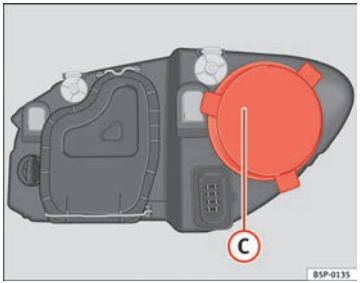

Fig. 188 Abbaglianti
– Rimuovere la copertura ⇒ fig. 188 (C) tirando dalla stessa.